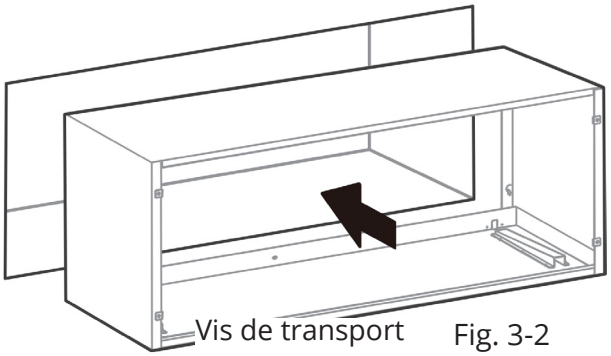

Fig. 3-2
- Pour éviter les vibrations et le bruit, assurez-vous que le manchon mural est bien fixé et solidement installé. (Voir fig. 3-2.)